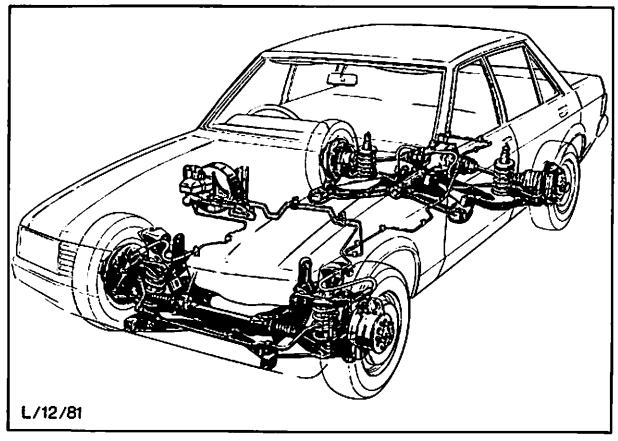

Abb. 13 Anschlüsse von Bremsrohrleitungen und Bremsschläuchen
1. Sichtprüfung aller Teile der Bremsanlage auf undichte Stellen im Motorraum und an der Fahrzeugunterseite, Abb. 13. Undichtigkeiten sofort abstellen.